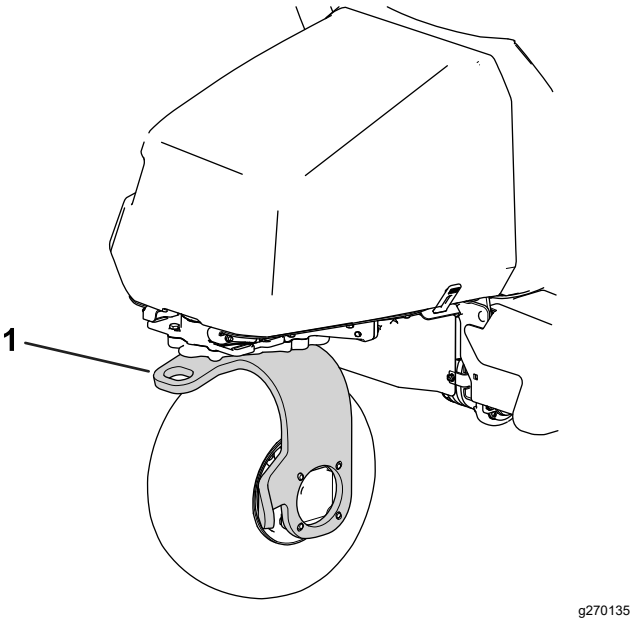

**Figur 31**
11. Brug den bageste styrehjulsgaffel til at bugsere maskinen (Figur 31).